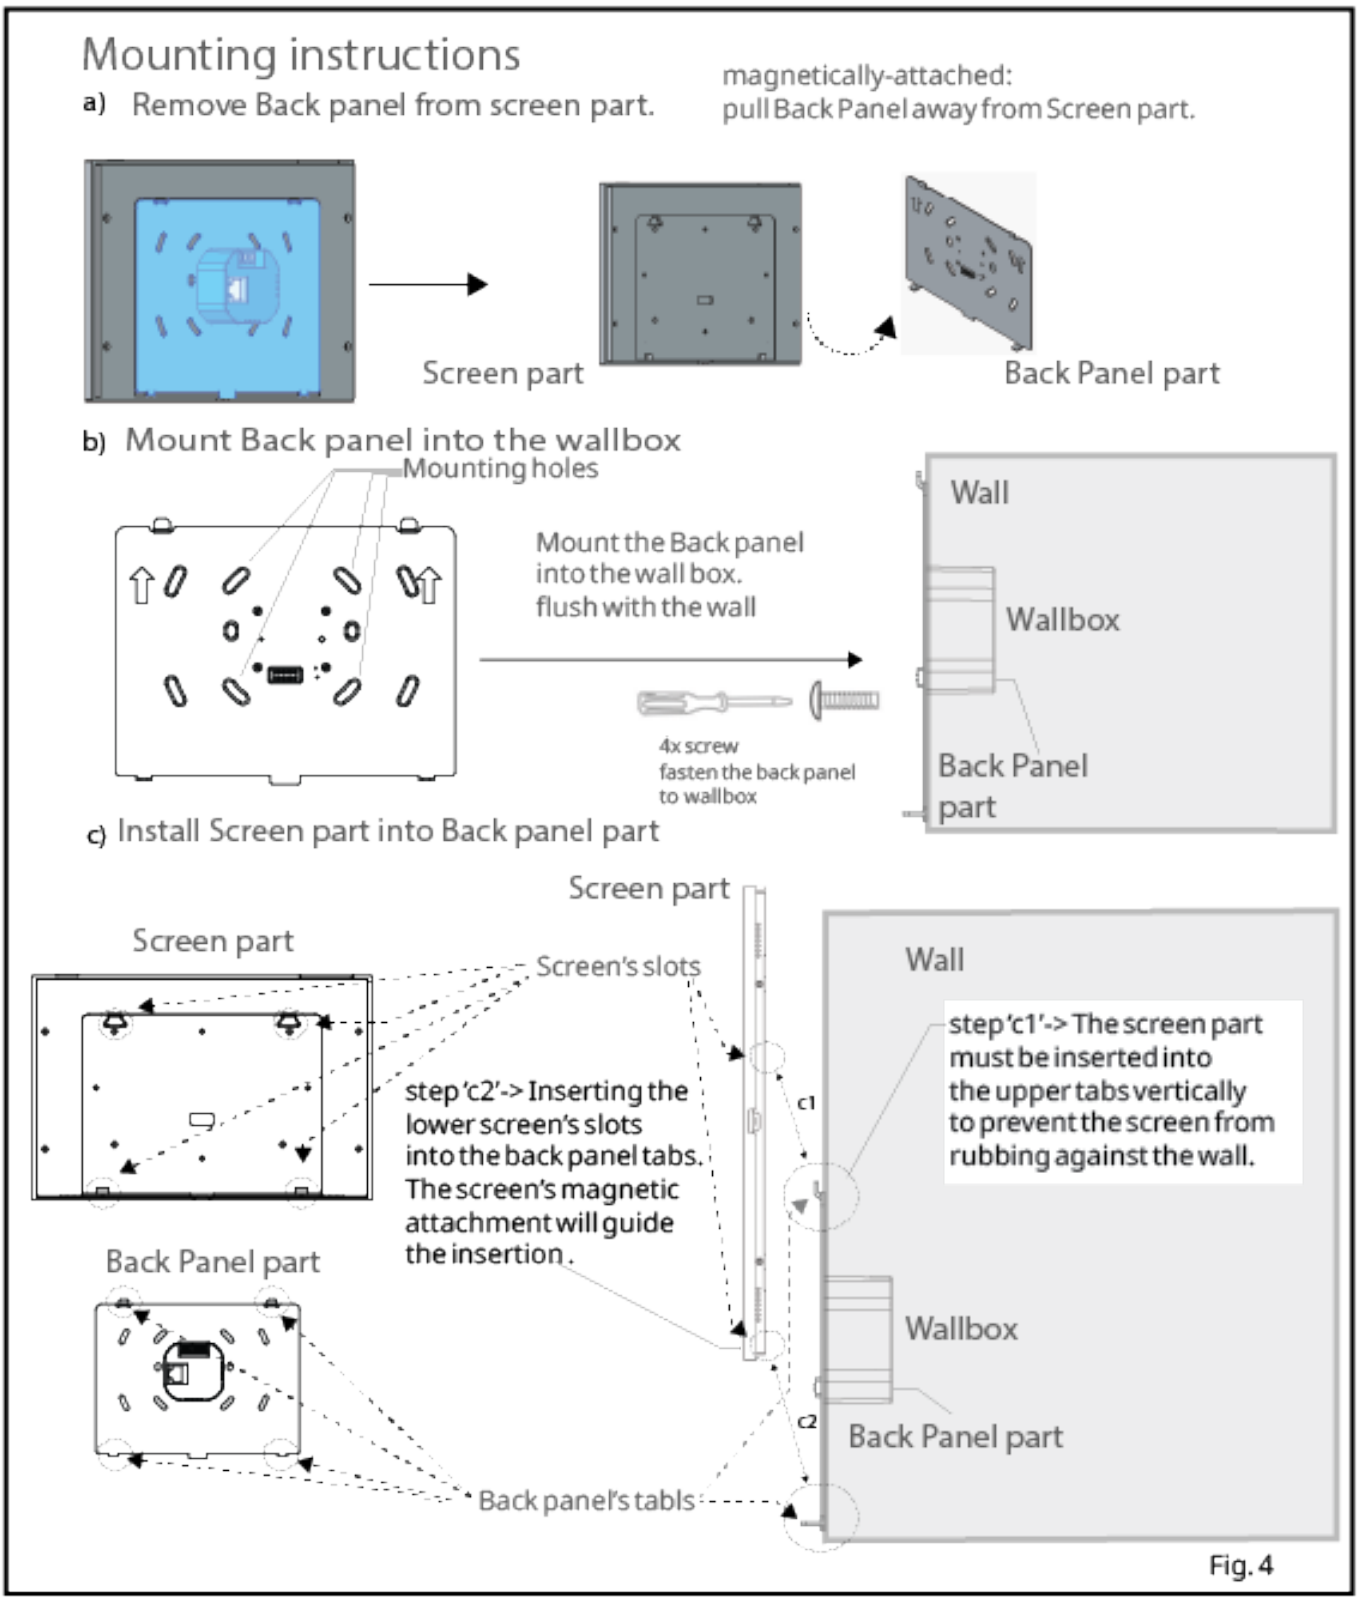

Fig. 4
E) Installieren Sie das Displayteil, indem Sie zunächst die beiden oberen Laschen in die entsprechenden oberen Schlitze der Rückwand einsetzen (Abb. 4, Schritt c1).
F) Setzen Sie die unteren Schlitze des Displayteils in die Laschen der Rückwand ein. Die magnetische Befestigung des Displays unterstützt dabei das Einsetzen (Abb. 4, Schritt c2).
E) Install the screen part by first inserting the two upper tabs into the corresponding upper slots on the back panel (Fig.4 step c1)
F) Inserting the lower screen's slots into the back panel tabs. The screen's magnetic attachment will guide the insertion (Fig.4 step c2)